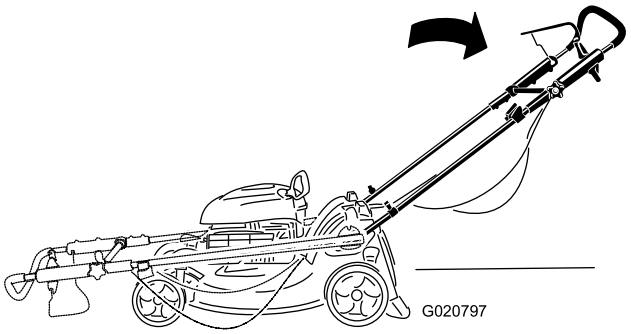

Figur 3
1. Fäll upp handtaget i enlighet med Figur 3.